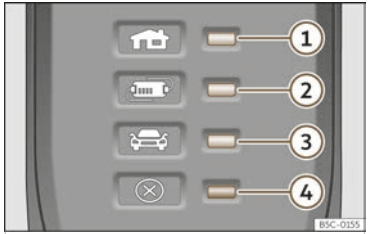

Fig. 68 On the charging cable for power sockets: Control lamps on the protection device.
>>> **Fig. 68**:
The electronic protection device >>> **Fig. 68** ensures that the charging connector does not receive current until it is plugged in to the vehicle's charging connector.
One or more control lamps >>> **Fig. 68** ①, ② o ③ light up green.
Display >>> Fig. 68	Meaning
Display ››› Fig. 68	Meaning
①, ④ flashing	The housing connector has overheated.
②, ④ flashing	The protection device has overheated.
If the charging process continues with a lower current, both the operating indicator and the warning lamp ››› Fig. 68 ④ flash red.
- If it disconnects again, or the charging current reduces and the cause does not seem to be exposure to an external heat source, make sure that the green control lamp is flashing ››› Fig. 68. Visit a specialised CUPRA dealer or any SEAT network dealer to check the charging cable. Get an establishment that specialises in electrical installations to check the infrastructure connection.
If the red warning light ④ flashes or turns on without one of the control lamps ››› Fig. 68 ①, ② o ③ also turning on continuously on the status indicator, there is a fault.